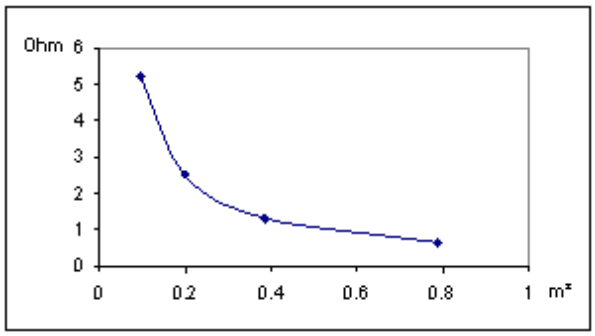

Fig. 2 Widerstand in Abhängigkeit der Querschnittsfläche
- Widerstand in Abhängigkeit der Querschnittsfläche des Drahts grafisch darstellen (Fig. 2).